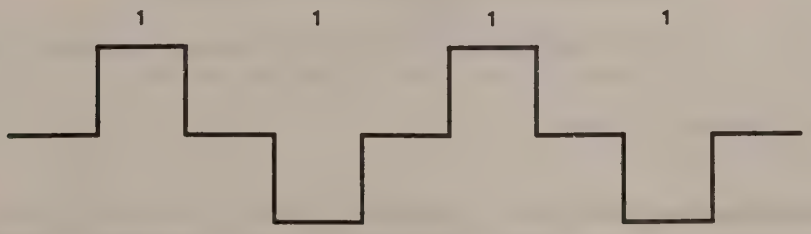

Figure 3.98. Data Pattern A, 1111
2. Type **PATTERN 1111<CR>**. These entries will produce data pattern A, see Figure 3.98. With your oscilloscope check pin 11 of U18 for data pattern A.